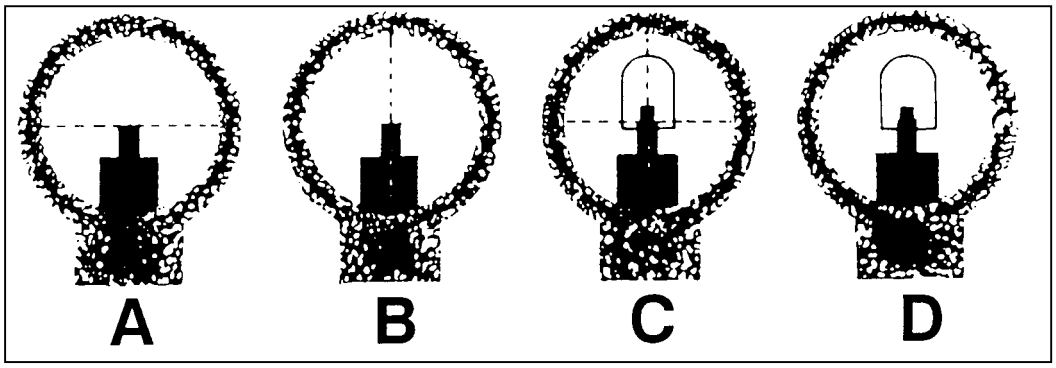

Figure 4-2. Sight picture.
(3) *Sight Picture*. A correct sight picture has the target, front sight post, and rear sight aligned. The sight picture consists of sight alignment and placement of the aiming point on the target. The gunner aligns the front sight post in the center of the rear sight and then aligns the sights with the target. The top of the front sight post is aligned on the center base of the target (Figure 4-2).